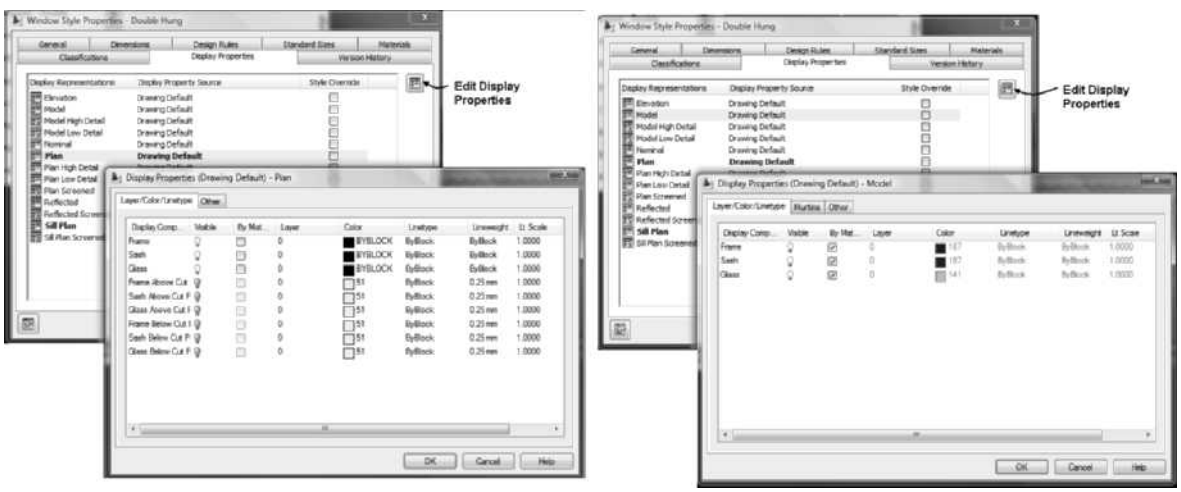
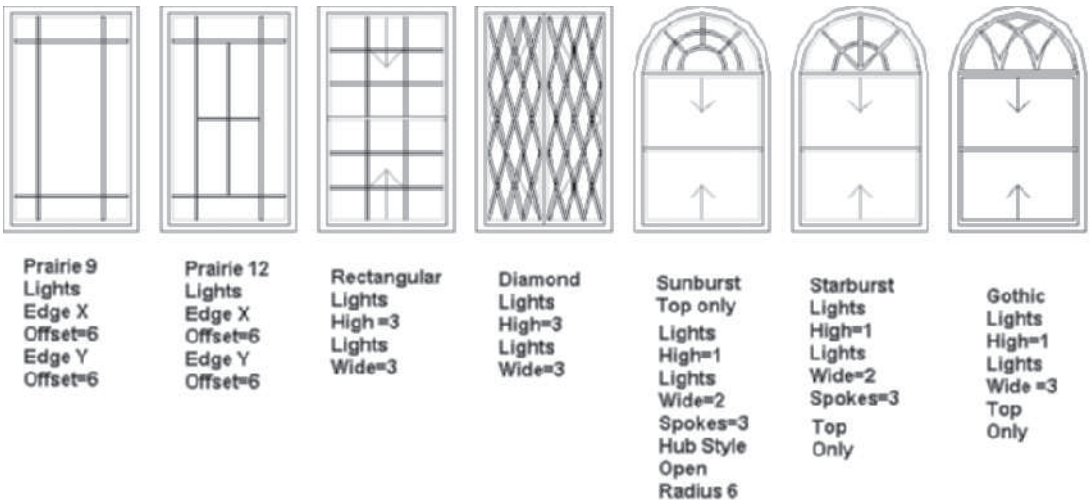
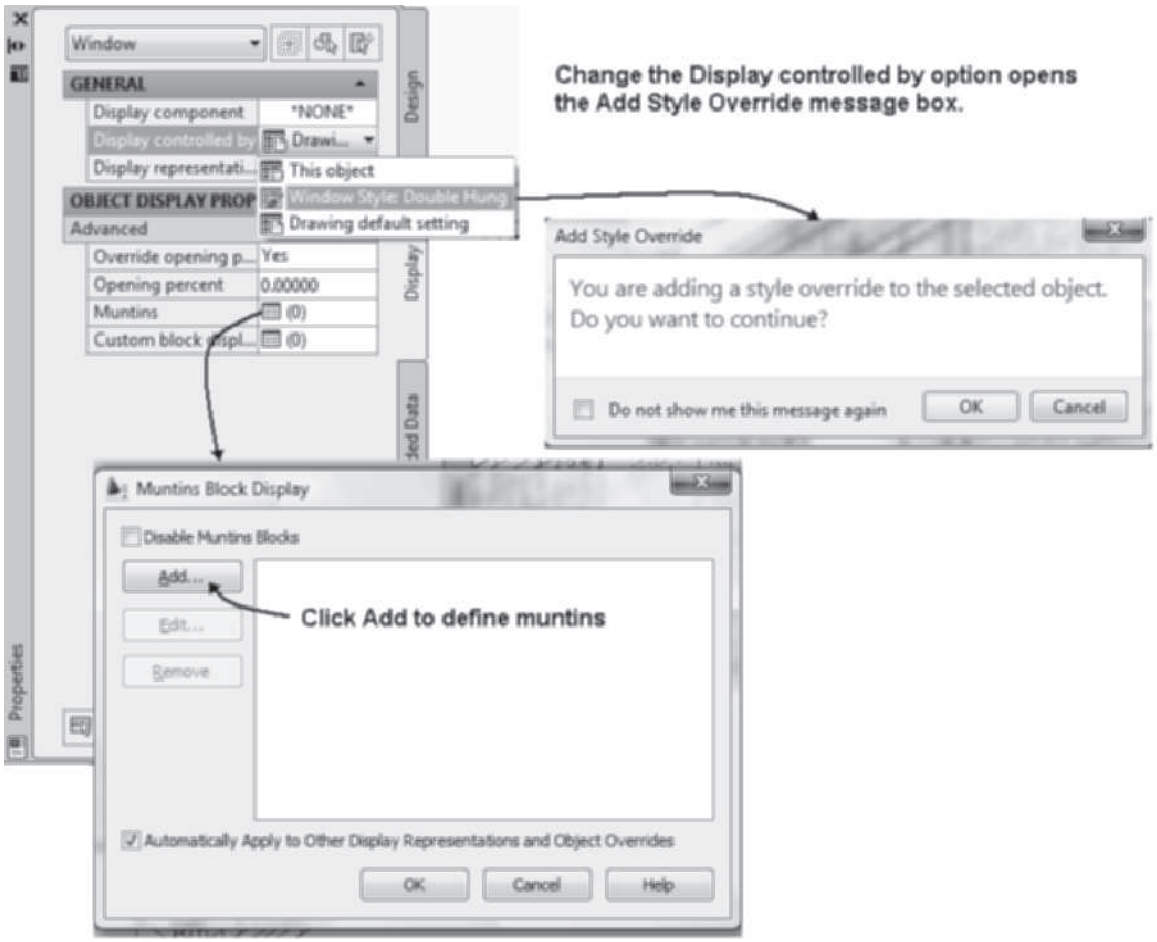
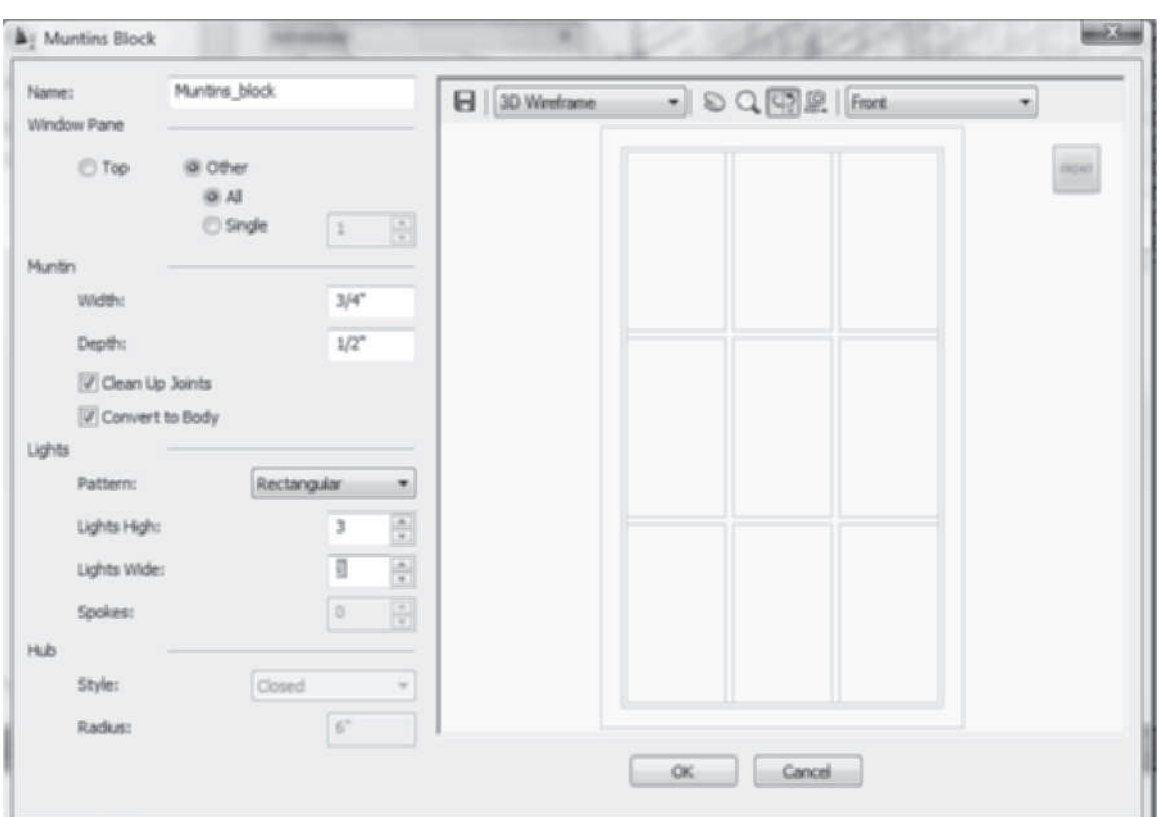

FIGURE 5.40 *Display Properties tab of a window*
FIGURE 5.41 *Window muntins available using Display Properties*
FIGURE 5.42 *Creating Muntins from the Display tab of Properties*
FIGURE 5.43 *Muntins Block dialog box*
13. Choose the **Display Properties** tab as shown at right in Figure 5.40. Choose the Plan display representation. Choose the Edit Display Properties button to open the Display Properties (Drawing Default) - Plan. The Frame, Sash, and Glass components are turned on for this display representation. Choose OK to dismiss the Display Properties (Drawing Default) - Plan dialog box.
14. Choose the **Model** display representation. Choose the Edit Display Properties button to open the Display Properties (Drawing Default) - Model dialog box as shown at right in Figure 5.40. The Model display representation consists only of three display components: Frame, Sash, and Glass. Choose OK to dismiss the Display Properties (Drawing Default) - Model dialog box.
The **Display Properties** dialog box for the Elevation and Model display representations includes a **Muntins** tab as shown in Figure 5.40. **Muntins** can be defined in the window style or in the object override display. Muntins divide the glass area of the window to make the window attractive. The muntin patterns can be Rectangular, Diamond, Prairie 9 Lights, Prairie 12 Lights, Starburst, Sunburst, or Gothic as shown in Figure 5.41.
Muntins are defined by editing the Elevation or Model display representations. You can access the Muntins tab from Display Properties dialog box as shown at the right in Figure 5.40. The elevation or model display representation is set current when the window is viewed in isometric or elevation view. You can also create muntins defined within a window style by the Display tab of the Properties palette. To create muntins from the Properties palette, select the window when viewed in isometric or elevation, right-click, and choose Properties. Choose the Display tab of Properties; edit **Display controlled by** to **Window Style.** When you specify Display controlled by Window Style, the Add Style Override dialog box opens as shown in Figure 5.42. Click the **Muntins** button to open the Muntins Block Display dialog box. When you click the **Add** button of the Muntins Block Display dialog box, the **Muntins Block** dialog box opens as shown in Figure 5.43.